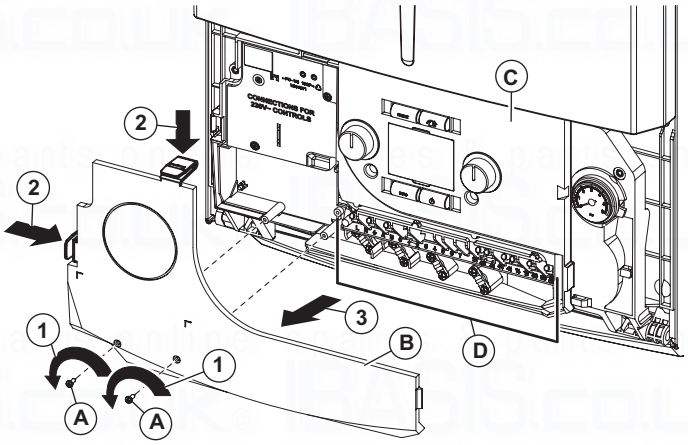

**Fig. 4.14**
### *4.10 CONNECT THE MAINS SUPPLY - Figs. 4.14 and 4.15*
1. Remove the two screws 'A' in Fig. 4.14.